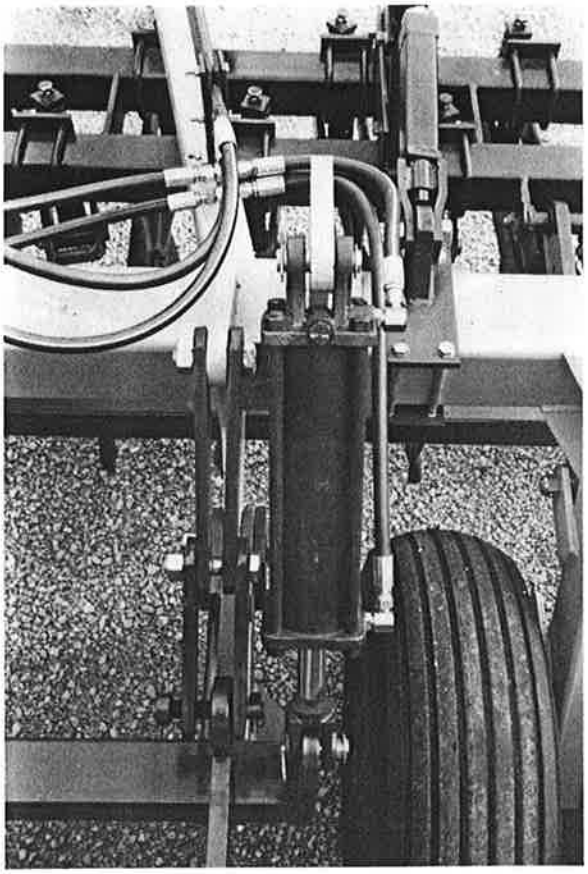
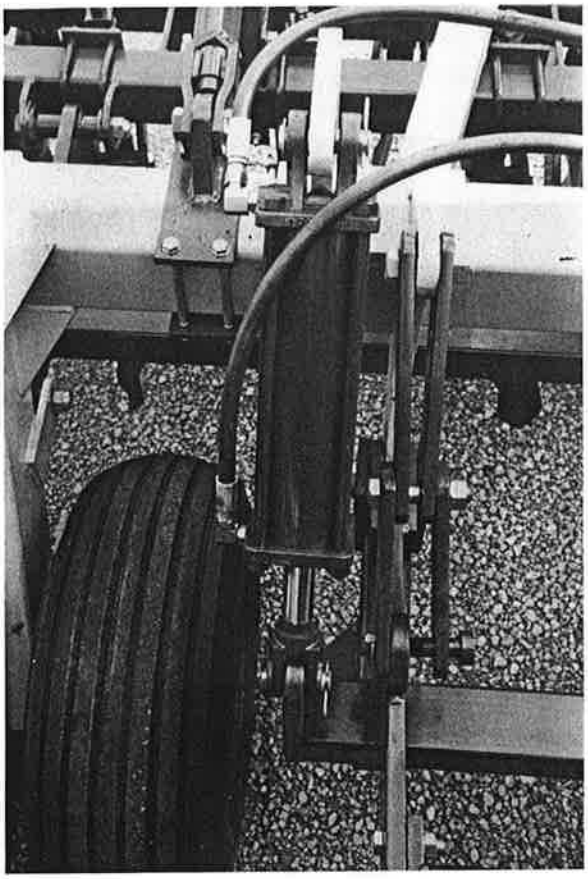

FIGURE 4-6—Right.
FIGURE 4-7—Left.
2. Open the Caddy/Coulter Bar hardware box and remove the two 4" x 12" hydraulic cylinders. Install on the 3-point frame with the hydraulic ports facingoutward. Remove plastic plugs to relieve pressure and allow for extending the rams. (See Fig. 4-6 and Fig. 4-7)